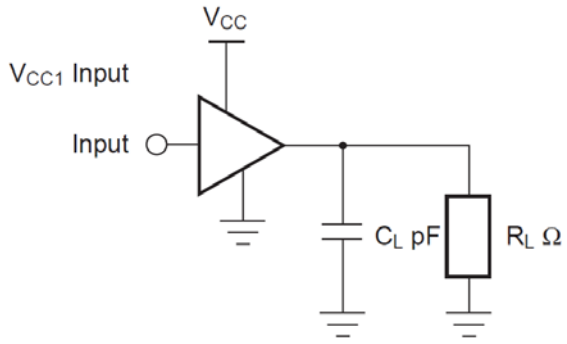
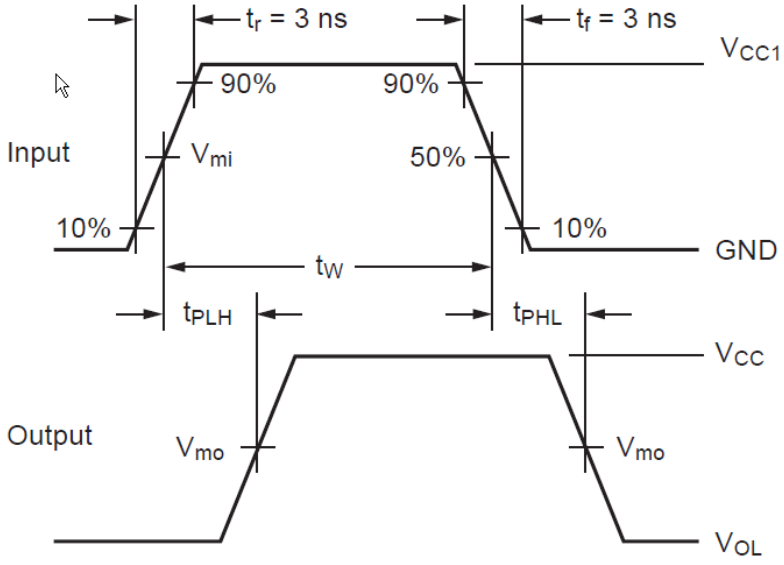

**Figure 3. AC Test Circuit**
**Figure 4. Waveform for Inverting and Non-Inverting Functions**
| $t_{PHL}$, $t_{PLH}$ | Propagation Delay Output Translation $V_{CC}$ (V) = 3.3 | $C_L$ = 10 pF, $R_L$ = 1 MΩ | 1.0 | – | 11.0 | – | – | – | ns | Figure 3, Figure 4 |
| $t_{PHL}$, $t_{PLH}$ | Propagation Delay Output Translation $V_{CC}$ (V) = 1.0 | $C_L$ = 15 pF, $R_L$ = 1 MΩ | 1.0 | – | 28.0 | – | – | – | ns | Figure 3, Figure 4 |
| $t_{PHL}$, $t_{PLH}$ | Propagation Delay Output Translation $V_{CC}$ (V) = 1.2 | $C_L$ = 15 pF, $R_L$ = 1 MΩ | 1.0 | – | 19.0 | – | – | – | ns | Figure 3, Figure 4 |
| $t_{PHL}$, $t_{PLH}$ | Propagation Delay Output Translation $V_{CC}$ (V) = 1.5 | $C_L$ = 15 pF, $R_L$ = 1 MΩ | 1.0 | – | 15.0 | – | – | – | ns | Figure 3, Figure 4 |
| $t_{PHL}$, $t_{PLH}$ | Propagation Delay Output Translation $V_{CC}$ (V) = 1.8 | $C_L$ = 15 pF, $R_L$ = 1 MΩ | 1.0 | – | 14.0 | – | – | – | ns | Figure 3, Figure 4 |
| $t_{PHL}$, $t_{PLH}$ | Propagation Delay Output Translation $V_{CC}$ (V) = 2.5 | $C_L$ = 15 pF, $R_L$ = 1 MΩ | 1.0 | – | 12.0 | – | – | – | ns | Figure 3, Figure 4 |
| $t_{PHL}$, $t_{PLH}$ | Propagation Delay Output Translation $V_{CC}$ (V) = 3.3 | $C_L$ = 15 pF, $R_L$ = 1 MΩ | 1.0 | – | 11.0 | – | – | – | ns | Figure 3, Figure 4 |
| $t_{PHL}$, $t_{PLH}$ | Propagation Delay Output Translation $V_{CC}$ (V) = 1.0 | $C_L$ = 30 pF, $R_L$ = 1 MΩ | 1.0 | – | 34.0 | – | – | – | ns | Figure 3, Figure 4 |
| $t_{PHL}$, $t_{PLH}$ | Propagation Delay Output Translation $V_{CC}$ (V) = 1.2 | $C_L$ = 30 pF, $R_L$ = 1 MΩ | 1.0 | – | 22.0 | – | – | – | ns | Figure 3, Figure 4 |
| $t_{PHL}$, $t_{PLH}$ | Propagation Delay Output Translation $V_{CC}$ (V) = 1.5 | $C_L$ = 30 pF, $R_L$ = 1 MΩ | 1.0 | – | 16.0 | – | – | – | ns | Figure 3, Figure 4 |
| $t_{PHL}$, $t_{PLH}$ | Propagation Delay Output Translation $V_{CC}$ (V) = 1.8 | $C_L$ = 30 pF, $R_L$ = 1 MΩ | 1.0 | – | 15.0 | – | – | – | ns | Figure 3, Figure 4 |
| $t_{PHL}$, $t_{PLH}$ | Propagation Delay Output Translation $V_{CC}$ (V) = 2.5 | $C_L$ = 30 pF, $R_L$ = 1 MΩ | 1.0 | – | 13.0 | – | – | – | ns | Figure 3, Figure 4 |
| $t_{PHL}$, $t_{PLH}$ | Propagation Delay Output Translation $V_{CC}$ (V) = 3.3 | $C_L$ = 30 pF, $R_L$ = 1 MΩ | 1.0 | – | 12.0 | – | – | – | ns | Figure 3, Figure 4 |